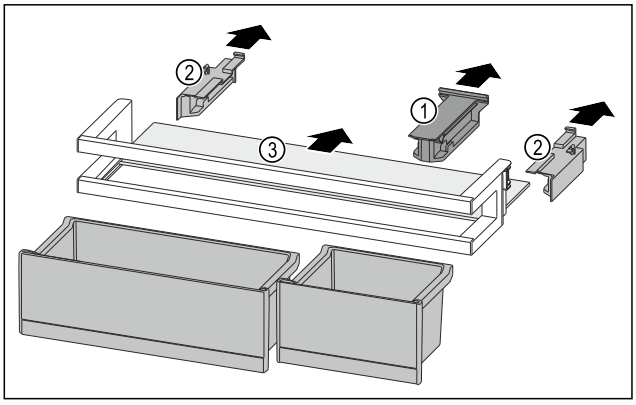

Fig. 248
▶ Pull off the holding part *Fig. 248 (1)*.
▶ Pull off the side parts *Fig. 248 (2)*.
▶ Remove the shelf *Fig. 248 (3)*.